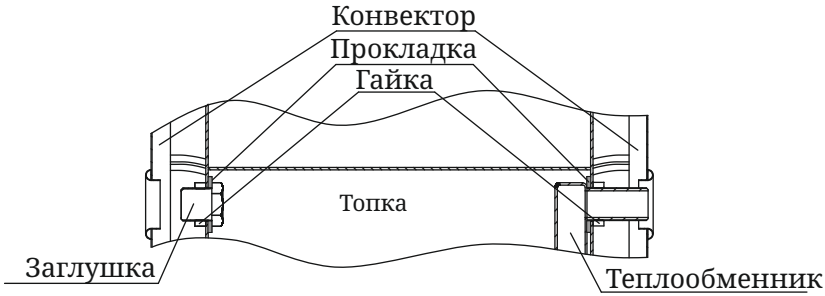

Рисунок 11. Демонтаж теплообменника
3. Снять теплообменник (рисунок 11), отвернув гайки 2 шт. и вынув его из отверстий, прокладки остаются на штуцерах;